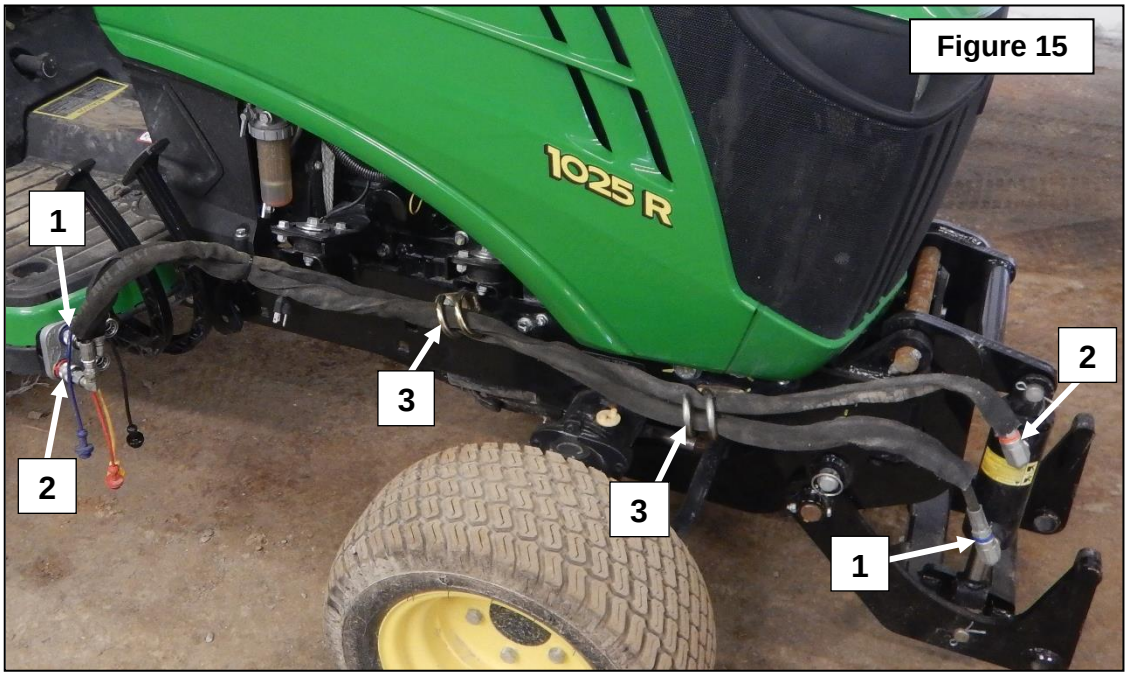

Figure 15
1. Gather all items listed in the table on figure 15.
2. **Figure 15:** Insert the hoses (items 1 and 2) in the two hose supports (item 3). Connect the hose from the upper cylinder port (item 2) to the lower outer coupler of the tractor valve and the lower cylinder hose (item 1) to the upper outer coupler of the valve as shown on the figure 15.